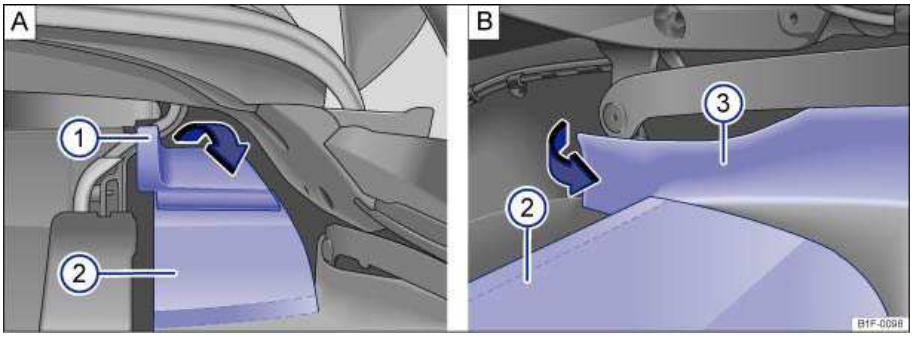

Fig. 169 Right side of luggage compartment: Remove cover.
- Upper edge of the luggage compartment trim on the right-hand side: pull plastic strip ⇒fig. 169 **A** (1) in the direction of the arrow. The plastic strip will come out of the bracket.
- Fold down the luggage compartment trim panel ⇒fig. 169 **A** (2).
- Fold down the luggage compartment side trim panel ⇒fig. 169 **A** (3). This may require some force.